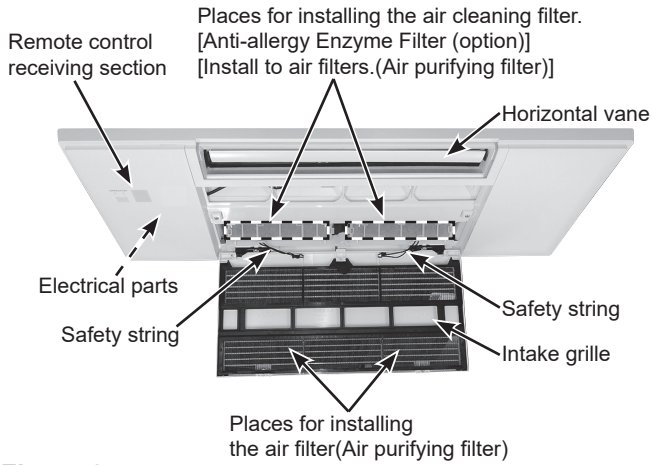
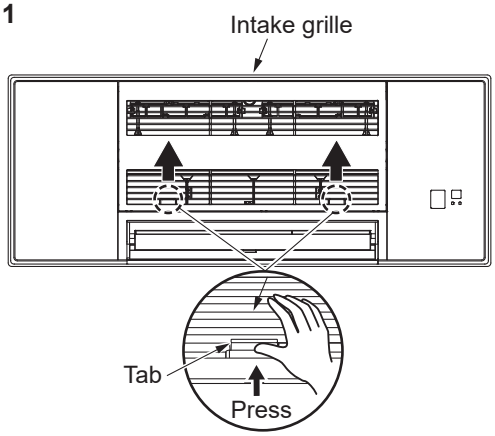
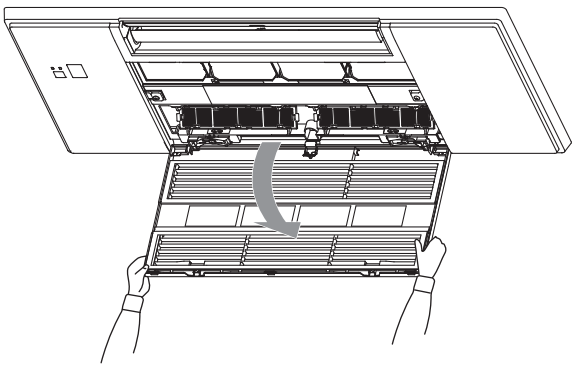
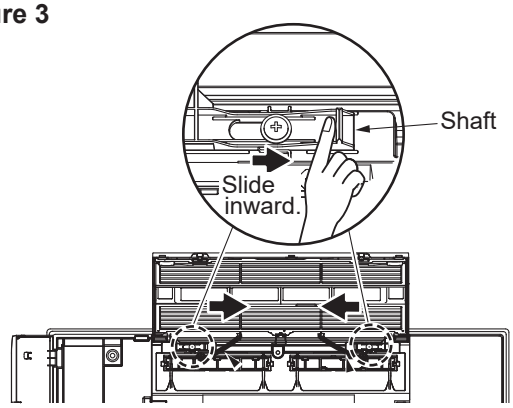

Figure 1
Figure 2
Figure 3
Figure 4
1. Removing the intake grille (1) Slide the tabs (2 places) of intake grille in the direction of the arrow (Figure 1). (2) Hold the intake grille and pull it down to open (Figure 2). (3) Slide the grille shafts (1 each on the left and right sides) off the intake grille and remove the intake grille (Figure 3). (4) Remove the safety strings of intake grille from the hooks (Figure 4).	**Photo 1**